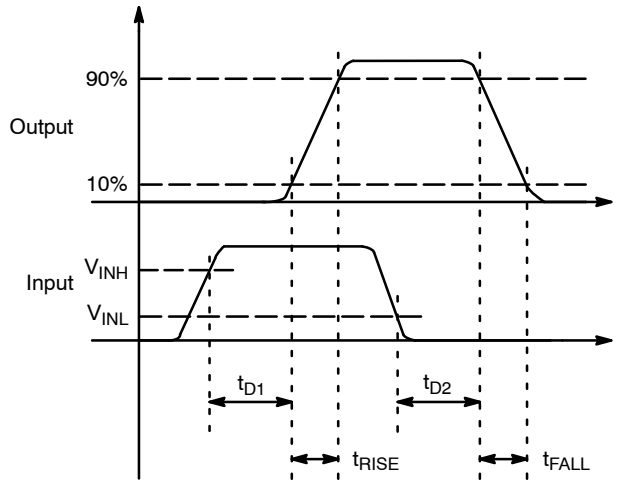
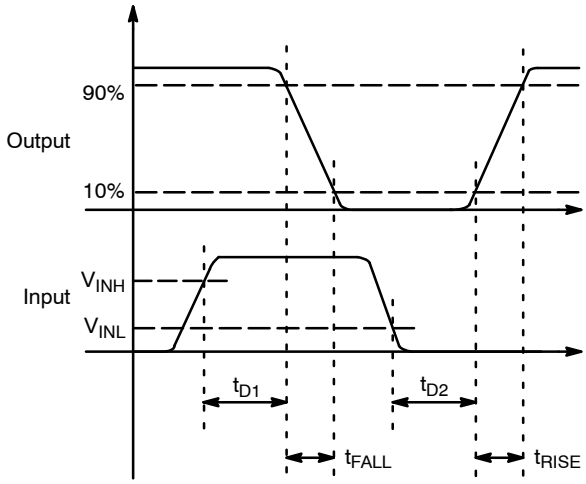

Figure 6. Non–Inverting
Figure 7. Inverting
9. *See Timing Diagrams of Figure 6 and Figure 7.*